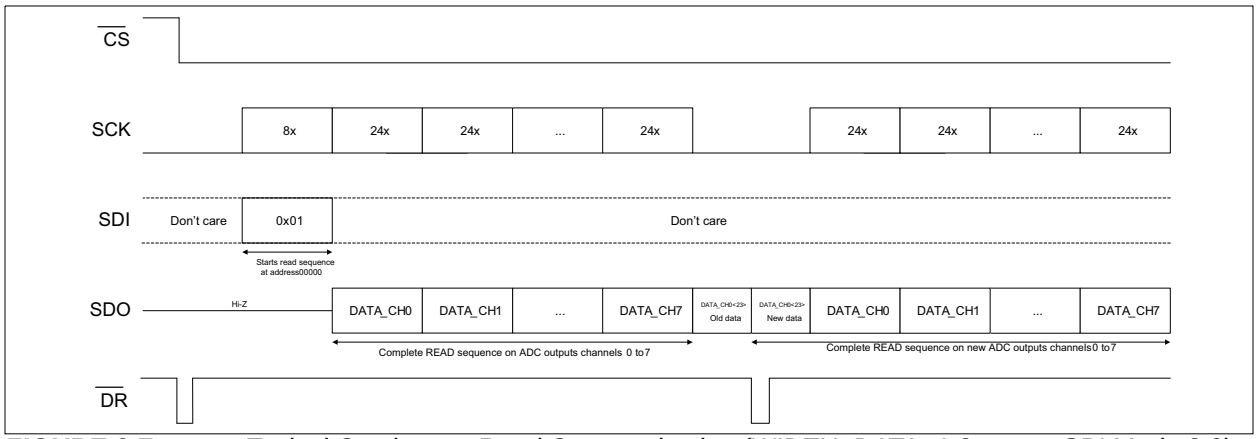
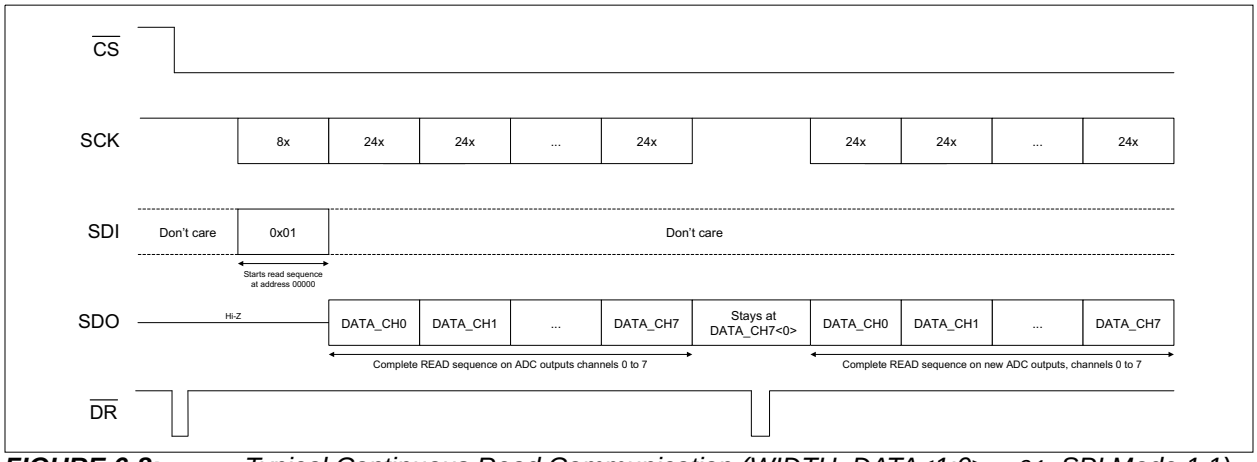

***FIGURE 6-7:*** *Typical Continuous Read Communication (WIDTH_DATA<1:0> = 01, SPI Mode 0,0).*
***FIGURE 6-8:*** *Typical Continuous Read Communication (WIDTH_DATA<1:0> = 01, SPI Mode 1,1).*
Any SDI data coming after the control byte is not considered during a continuous read communication. The following figures represent a typical, continuous read communication on all eight ADC channels in TYPES mode with the default settings (DR_LINK = 1, READ<1:0> = 10, WIDTH_DATA<1:0> = 01) in case of the SPI Mode 0,0 (Figure 6-7) and SPI Mode 1,1 (Figure 6-8).
**Note:** For continuous reading of ADC data in SPI Mode 0,0 (see Figure 6-7), once the data has been completely read after a data ready, the SDO pin will take the MSB value of the previous data at the end of the reading (falling edge of the last SCK clock). If SCK stays idle at logic low (by definition of Mode 0,0), the SDO pin will be updated at the falling edge of the next data ready pulse (synchronously with the DR pin falling edge with an output timing of $t_{DODR}$) with the new MSB of the data corresponding to the data ready pulse. This mechanism allows the MCP3914 to continuously read ADC data outputs seamlessly, even in SPI Mode (0,0).
In SPI Mode (1,1), the SDO pin stays in the last state (LSB of previous data) after a complete reading which also allows seamless continuous Read mode (see Figure 6-8).